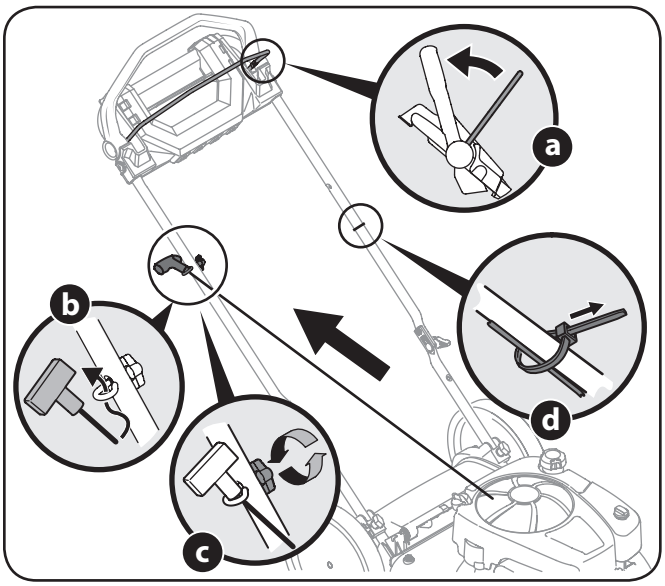

Figura 3-6
4. La guía de la cuerda está unida al costado derecho de la manija superior. Afloje la tuerca de mariposa que sujeta la guía de la cuerda, Figura 3-6.
b. Lentamente tirar de la cuerda que la manilla del motor y deslizar la cuerda de arranque en la guía de la cuerda. Vea Figura 3-6.